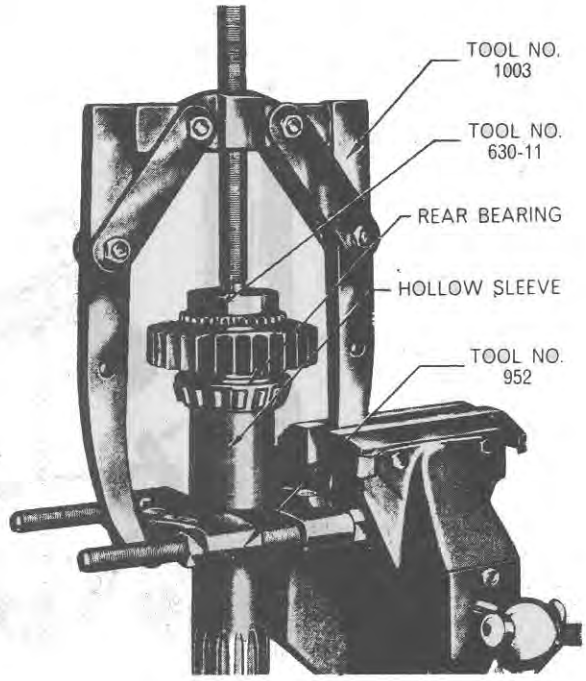

Figure 83
4. If necessary, install the rear bearing on the main countershaft using Tools Nos. 1003, 952, 630-11 and a sleeve $2\frac{1}{16}$ in. (52·4 mm) I.D. and $2\frac{5}{16}$ in. (58·7 mm) O.D. of convenient length, Figure 83.